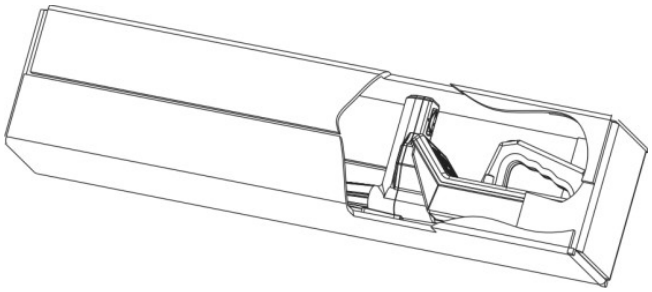

Figure 10
1. Ouvrez la boîte (voir figure 10).